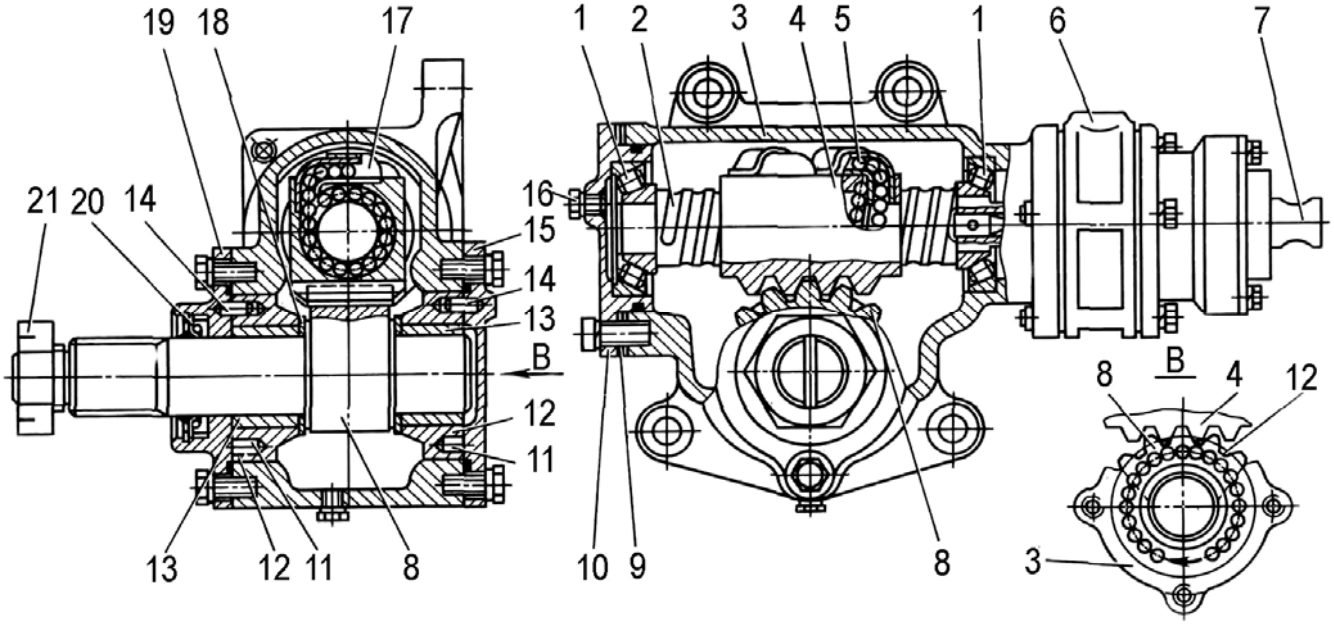
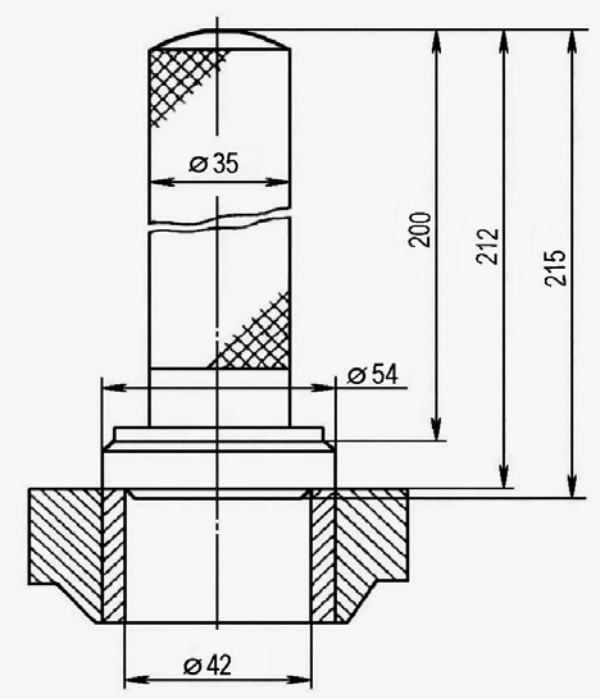
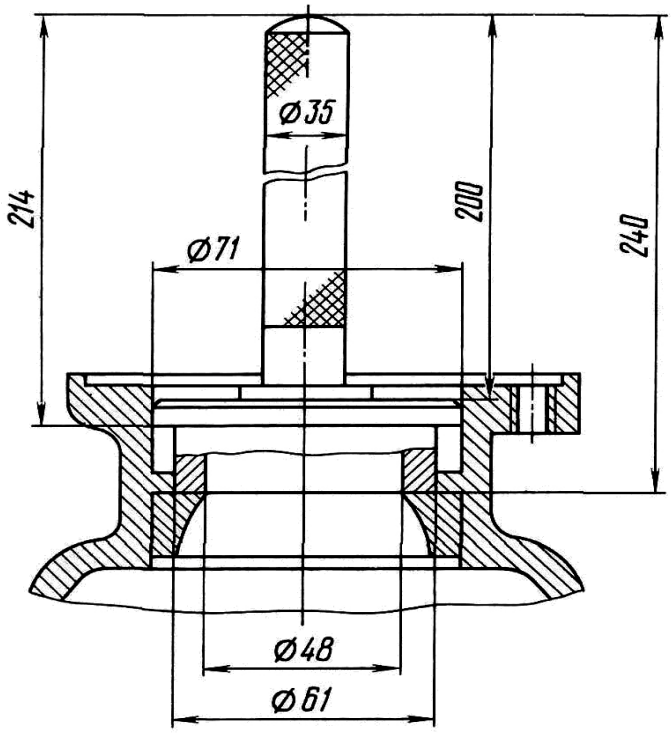

Рис. 53. Рулевой механизм:
Рис. 58. Выпрессовка металлокерамических втулок
Рис. 59. Выпрессовка наружной обоймы сферического подшипника
Рулевой механизм состоит из винта 2 (рис.53) и шариковой гайки-рейки 4, находящейся в зацеплении с зубчатым сектором 8.
5. Отсоединить шланги 2, 11 и 12 и трубки от распределителя 6 (см. рис.53).
11. Переместить поворотом винта 2 (см. рис.53) гайку-рейку 4 в одно из крайних положений.
13. Извлечь из картера 3 эксцентрические вкладыши 12 в сборе с металлокерамическими втулками 13, упорное кольцо 18 и зубчатый сектор 8. Выпрессовать с помощью оправки (рис.58) из вкладышей 12 (см. рис.53) металлокерамические втулки 13.
16. Выпрессовать с помощью оправки (рис.59) из картера 3 (см. рис.53) крышку 10 с наружной обоймой сферического подшипника 1.
1. Запрессовать с помощью оправки в крышку 10 (см. рис.53) наружную обойму сферического подшипника 1.
2. Установить во внутреннюю полость винта 28 (см. рис.53 торсион 20, совместить их отверстия и запрессовать штифт 27.
3. Напрессовать, на шейки винта 2 (см. рис.53) внутренние обоймы сферических подшипников 1.
При незначительном несовпадении отверстий в крышках и картере повернуть вкладыши 12 в ту или другую сторону до совпадения отверстий, обратив при этом внимание на отсутствие зазора в зубчатом зацеплении. Штифты 14 расположить друг против друга на одной линии (см. рис.53).